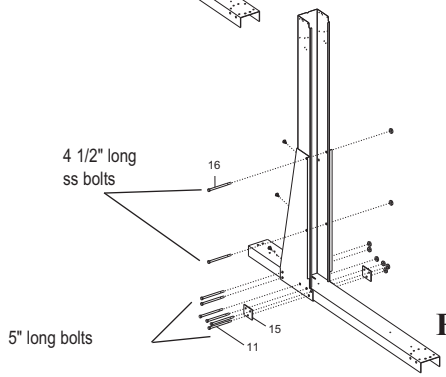

Fig. 14
D) All holes should be lined up at this point. Bolt the components together as shown in the diagram. Use 5/16" x 5" long bolts and 5/16" nuts for the channels, and 5/16" x 4 ½" long stainless steel bolts for connecting the gussets to the uprights. Remember to include the three-hole washer at the fronts of the gussets. If these washers are left off your pool will break! See Fig.14 for visual instructions.